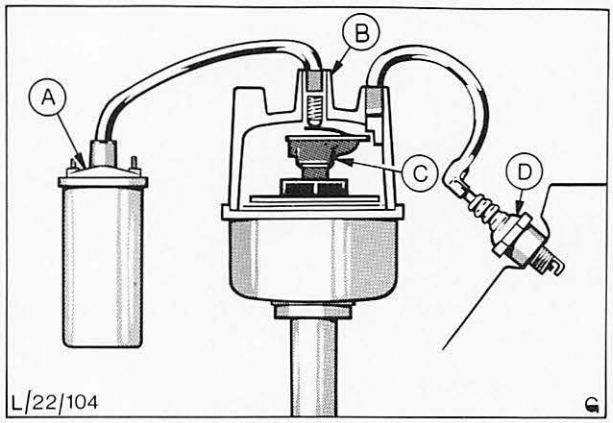

Abb. 10 Schema des Zündstromkreises
c) Die Verteilung der Zündspannung aus der Zündspule auf die einzelnen Zündkerzen, Abb. 10.